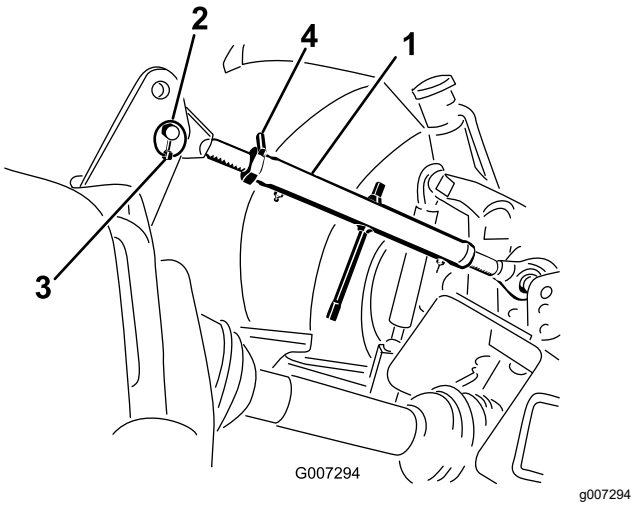

**Figuur 8**
1. Verbind de bovenste schakel met het onderste gat in de beugel en bevestig met de draaipen en de borgpen (Figuur 8).
3. Draai aan de bovenste schakel om de verbinding vast te zetten. Stel af totdat het frame aan de voorkant van de machine verticaal is (Figuur 8).